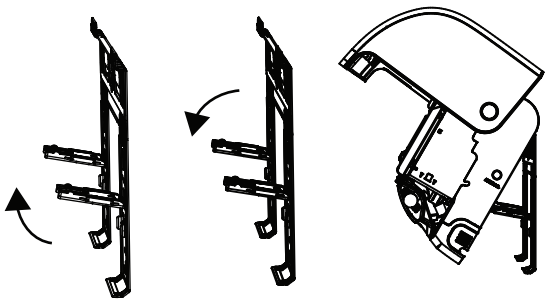

Fig. 3.11
2. Use the holder in the mounting plate to prop up the unit, giving you enough room to connect the refrigerant piping, signal cable, and drain hose. jRefer to **Fig.3.11** for an example.